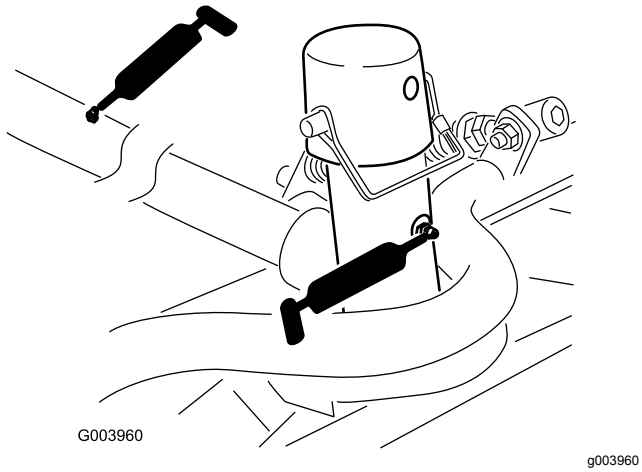

Figur 66
- Bæreramme og dreietapp for klippeenhet (2 hver) (Figur 66)